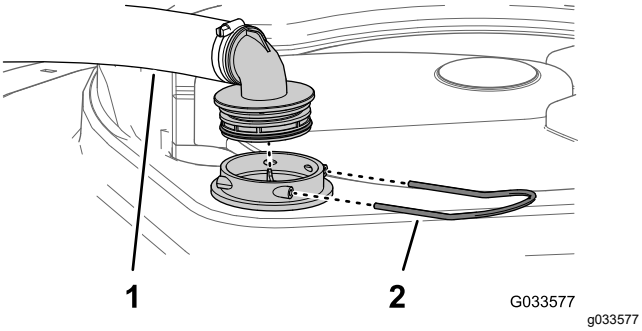

Figura 107
2. Na parte superior do depósito do pulverizador, retire a fixação que prende a união da mangueira unida à tubagem grande da estrutura do filtro (Figura 107).
3. Retire a tubagem e a união da tubagem da estrutura do filtro (Figura 107).